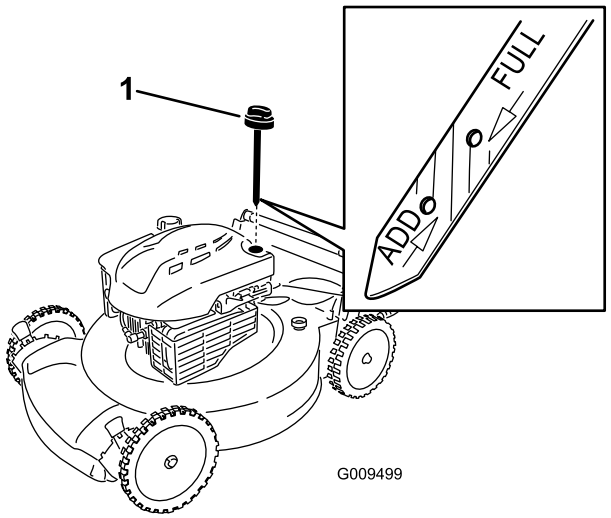

Figur 9
2. Tag målepinden ud (Figur 9).
5. Tag målepinden ud, og kontroller oliestanden på målepinden. Se Figur 9.